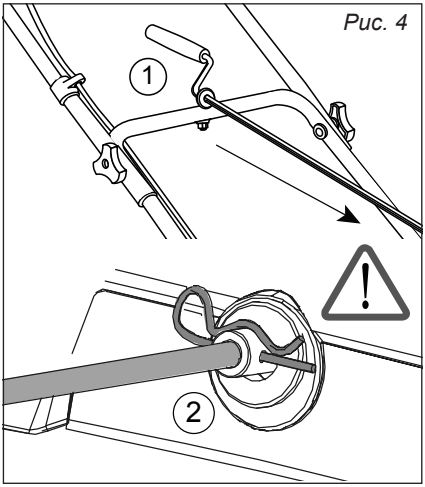

Рис. 4
6.3. Монтаж рукоятки *(рис. 4)*